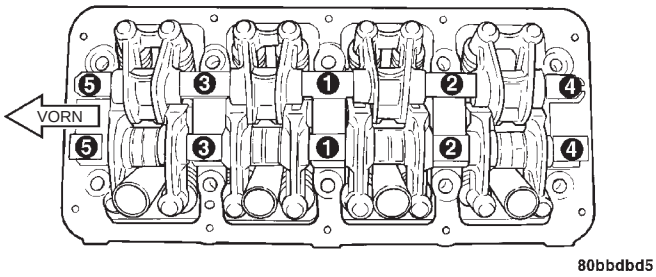

Abb. 47 Anzugsreihenfolge/Kipphebelwelle
(5) Vorderen Nockenwellendichtring montieren. Die Nockenwelle muß vor dem Einbau des Nockenwellendichtrings installiert werden. Näheres hierzu in diesem Abschnitt.
(6) Zylinderkopf montieren. Siehe Arbeitsgang in diesem Abschnitt.
(7) Hintere Zahnriemenabdeckung montieren.
(8) Nockenwellenrad montieren und mit einem Anzugsmoment von 115 N·m (85 ft. lbs.) festziehen.
(9) Spannrolle/Zahnriemen und Zahnriemen montieren. Siehe Arbeitsgang in diesem Abschnitt.
(10) Kipphebel in der Ausbau-Reihenfolge wieder einbauen. Kipphebel wie in (Abb. 47) gezeigt mit einem Anzugsmoment von 28 N·m (250 in. lbs.) festziehen.